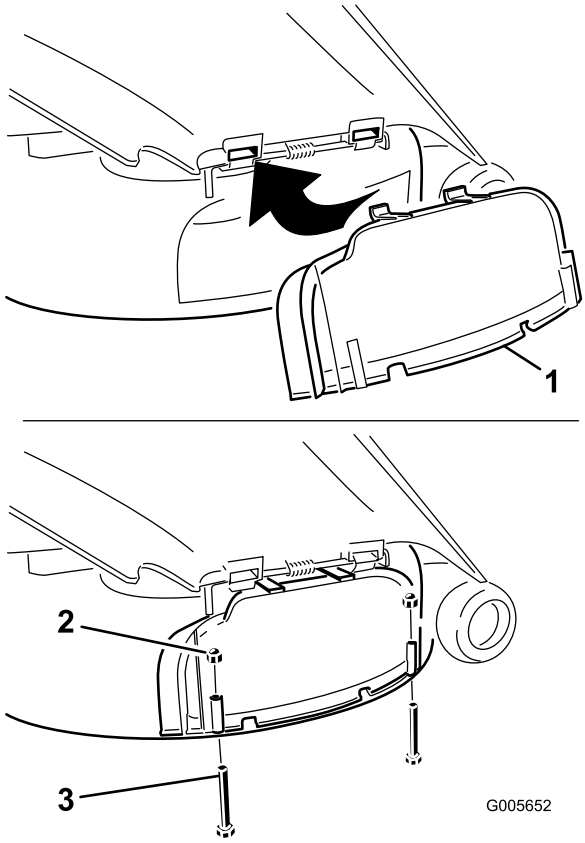

**Figur 30**
3. Løft gressavlederen, og skyv tappene på toppen av utslippsdekselet inn under gressavlederens låsestag. Roter utslippsdekselet ned over åpningen, og på nedre kant av gressklipperen (Figur 30).
4. Fest utslippsdekselet til nedre kant av gressklipperen med to bolter (1/4 x 2-1/2 tommer) og to rundmuttere (1/4 tomme) som vist i Figur 30.